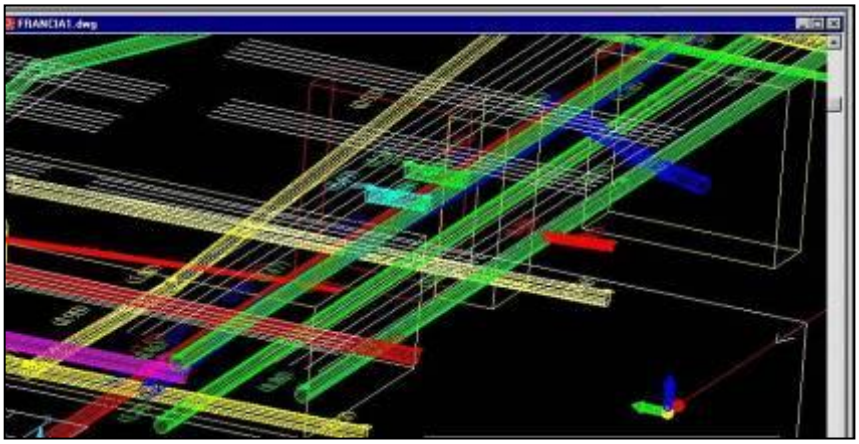

Fig. 3.7 – 3D View in iron wire mode
9. *Unshade 3D Objects*  allows you to view the 3D elements in the so-called "iron wire" view Fig. 3.7.